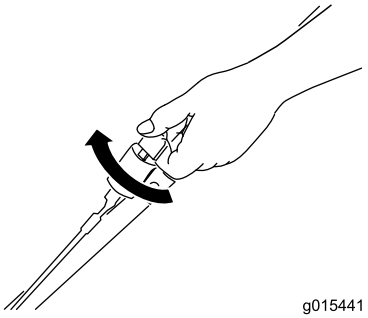
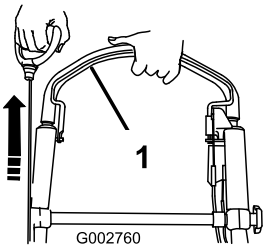

Figuur 18
Figuur 19
2. Draai het contactsleuteltje (Figuur 18) of trek aan de handgreep van het startkoord (Figuur 19).